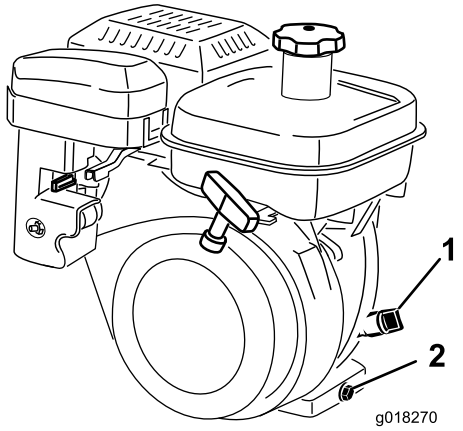

Figura 30
2. Coloque el cortacésped con el motor nivelado, y limpie la zona alrededor del indicador del nivel de aceite (Figura 30).
3. Retire el indicador del nivel de aceite girándolo en el sentido contrario a las agujas del reloj (Figura 30).
4. Limpie el indicador e introdúzcalo en el orificio de llenado. No enrosque el indicador en el orificio. Luego retírelo y compruebe el nivel de aceite. Si el nivel es bajo, añada solamente aceite suficiente para que llegue entre las marcas H y L del indicador (Figura 30). Vuelva a comprobar el nivel de aceite. No llene demasiado.
2. En la parte trasera de la máquina, coloque un recipiente debajo del tapón de vaciado (Figura 30). Afloje el tapón de vaciado.